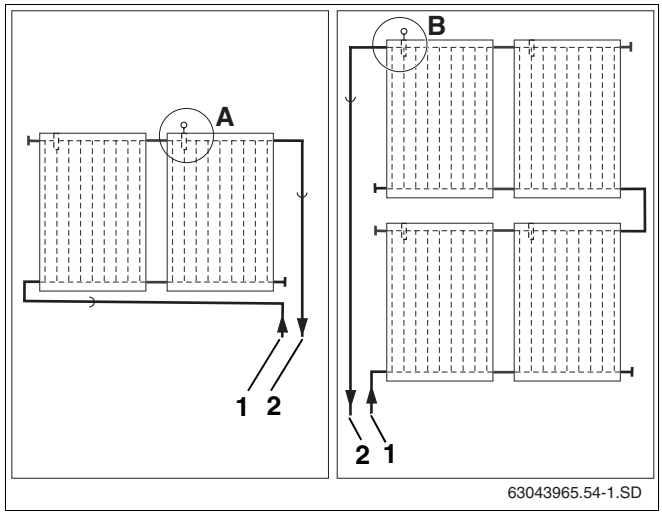

Abb. 53 Einbauort Kollektorfühler (schematische Darstellung)
Beachten Sie den Einbauort bei ein- bzw. zweireihigen Kollektorsystemen (Abb. 53).
Der Kollektorfühler muss im Kollektor mit der angeschlossenen Vorlaufleitung (Abb. 53, **Pos. 2**) montiert werden.
– Einbauort (Abb. 53, **Pos. A**) bei einreihigen Kollektorsystemen.
– Einbauort (Abb. 53, **Pos. B**) bei zweireihigen Kollektorsystemen.